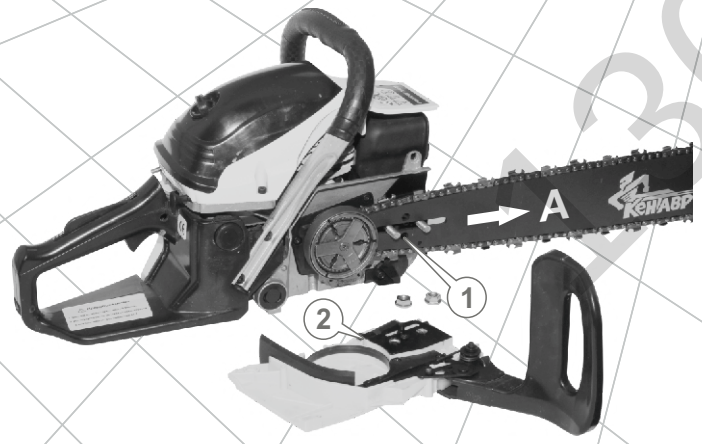

Рис. 3
4. Открутите Т-образным ключом 13х19 мм две гайки, фиксирующие прижимную крышку шины (2) (см. рис. 3). Снимите прижимную крышку.
7. Наденьте шину с цепью на направляющие шпильки (длинным пазом), чтобы штифт натяжителя цепи (1) точно совпал с натяжным отверстием шины (см. рис. 3).
8. Наденьте цепь на ведущую звездочку, расположенной на муфте сцепления и вставьте в паз шины хвостовики. Проведение этой операции начните с верхней ветви шины. Немного сдвиньте шину в направлении стрелки (А) (см. рис. 3), чтобы цепь слегка натянулась.